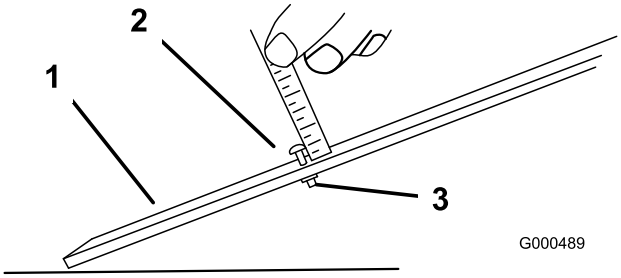

Figur 49
3. Løsn møtrikken på målestangen (Figur 49), og indstil justeringsskruen på den ønskede klippehøjde. Afstanden mellem bunden af skruehovedet og stangens flade udgør klippehøjden.